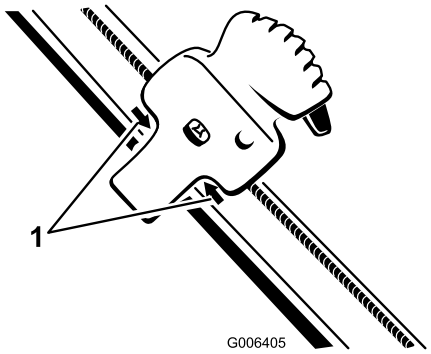

Rysunek 39
2. Ustaw sterowanie Quick Shoot między dwiema strzałkami umieszczonymi po prawej stronie górnego uchwytu (Rysunek 39).